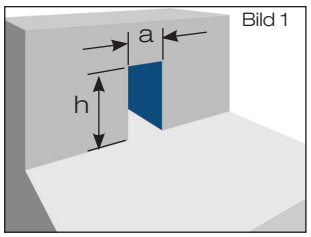

Bild 1
1.1 Attikadurchbruch nach Tabelle 1 erstellen (Bild 1). Durchbruch bis auf die Rohdecke ausführen (Entwässerung in der Bauphase.